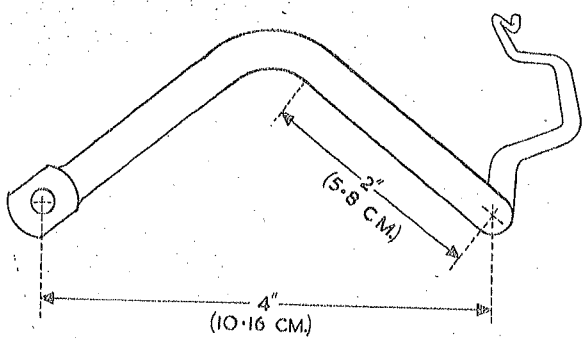

Fig. 6 *STR 1461*
4. The accelerator controls may now be connected up. The steel and rubber accelerator shaft bearing should be lined up with the end of the venturi valve spindle and bolted to the bulkhead. Bend the accelerator shaft lever downwards, taking care to see that the bend takes place at the point shown to prevent interference with the spring tension, see Fig. 6. Shorten the lever by 3" (7.6 cm.) and flatten the end; drill a hole $\frac{3}{16}$" (4.762 mm.) in diameter in the flattened end to receive the ball pin.